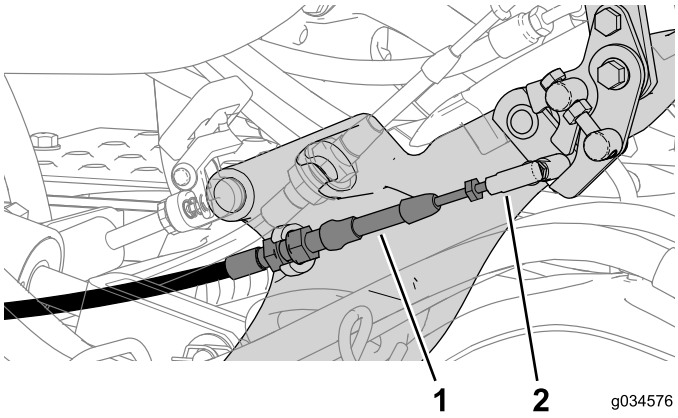

Figur 24
2. Koble nøytrallåskabelen til pedalskifteren (Figur 24).